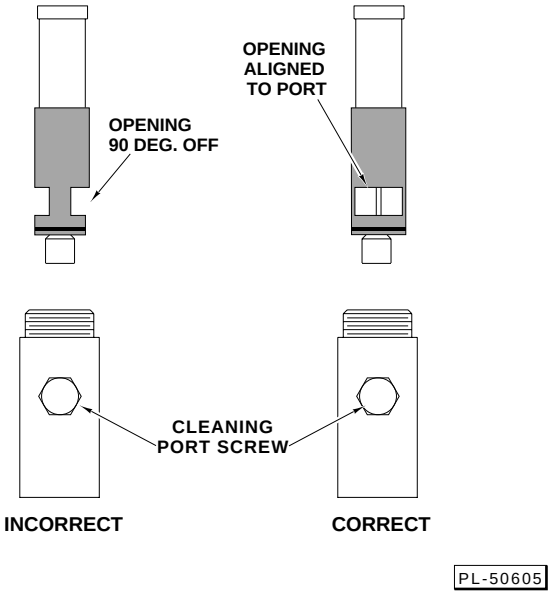

Fig. 24
B. Ensure that the spool of the kettle pressure regulator assembly is positioned CORRECTLY (Fig. 24). Window of spool must face cleaning port. If spool is positioned INCORRECTLY, the pressure discharge port will be partially blocked causing excessive pressure discharge time.
Pressure releases too slowly at the end of a cooking cycle.	Spool in kettle pressure regulator assembly may have been incorrectly positioned after cleaning. See Fig. 24 for proper position.